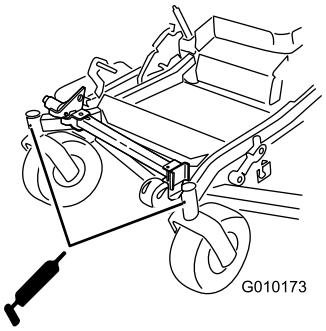

Figur 44
9. Fjern fedtniplen fra hullet. Monter den sekskantede prop og støvhætte (Figur 44).